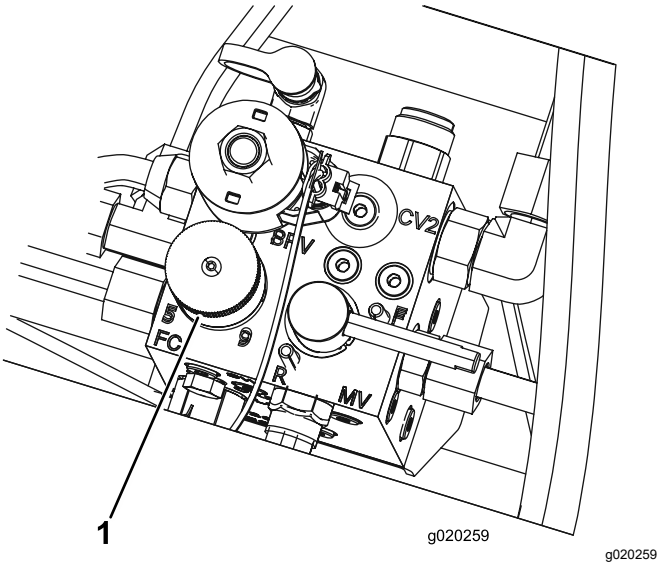

**Figur 33**
4. Knivcylinderens hastighed indstilles ved at dreje på knappen (Figur 33), indtil indikatorpilen står ud for det tal, der angiver den ønskede indstilling.